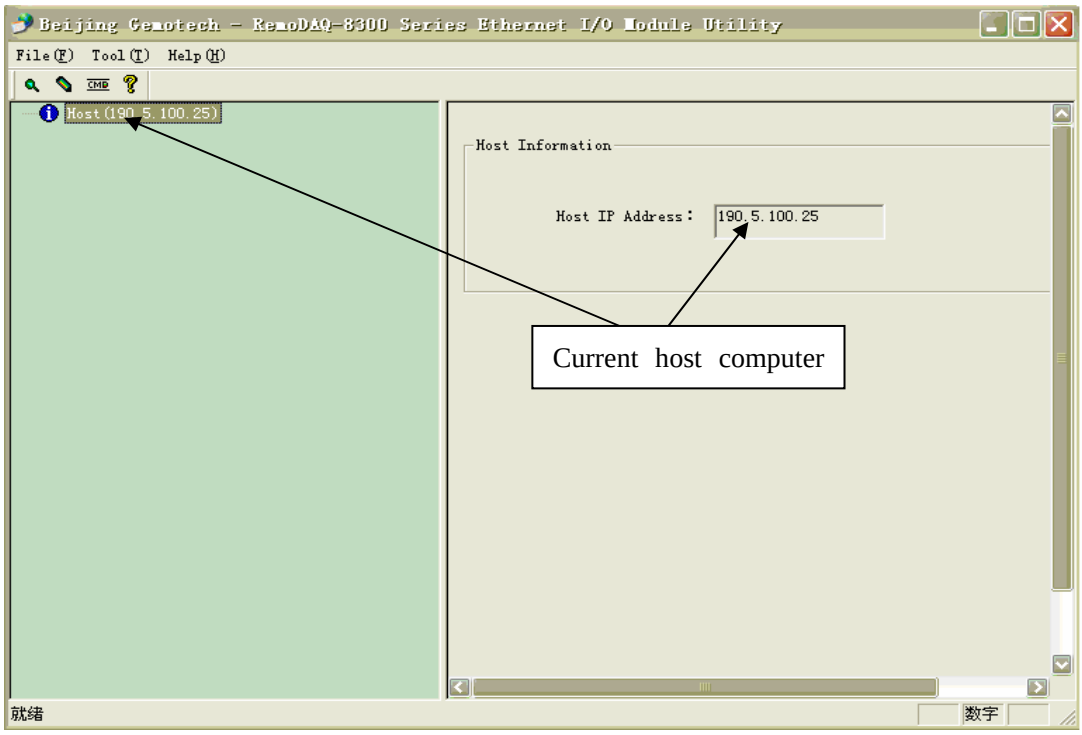

Figure3.4
5、Double click the shortcut icon into the interface so that you should be able to see the operation window as Figure 3.4.